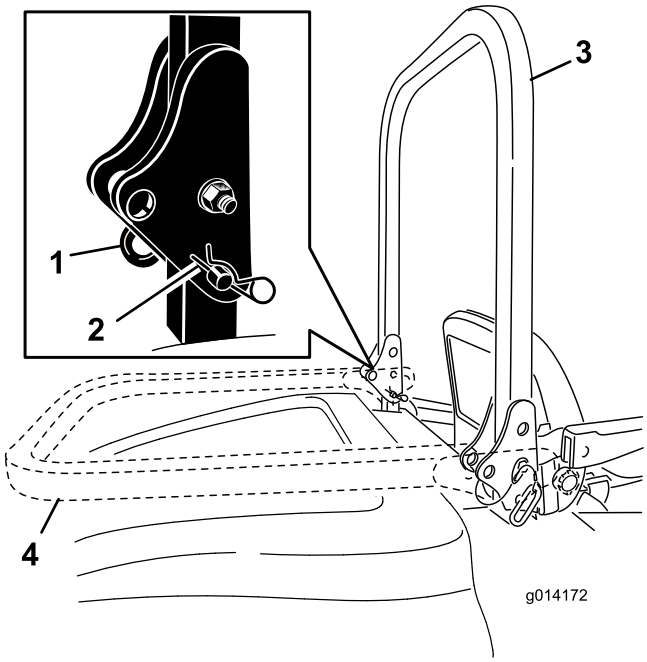

Figuur 10
1. Om de rolbeugel omlaag te klappen, moet u de R-pennen losmaken, de rolbeugel naar voren tegen de veren duwen en de twee pennen verwijderen (Figuur 10).
2. Klap de rolbeugel omlaag (Figuur 10).
3. Plaats de twee pennen en zet deze vast met de R-pennen (Figuur 10).
4. Om de rolbeugel omhoog te klappen, moet u de R-pennen losmaken en de twee pennen verwijderen (Figuur 10).
5. Klap de rolbeugel omhoog, plaats de twee pennen en zet deze vast met de R-pennen (Figuur 10).